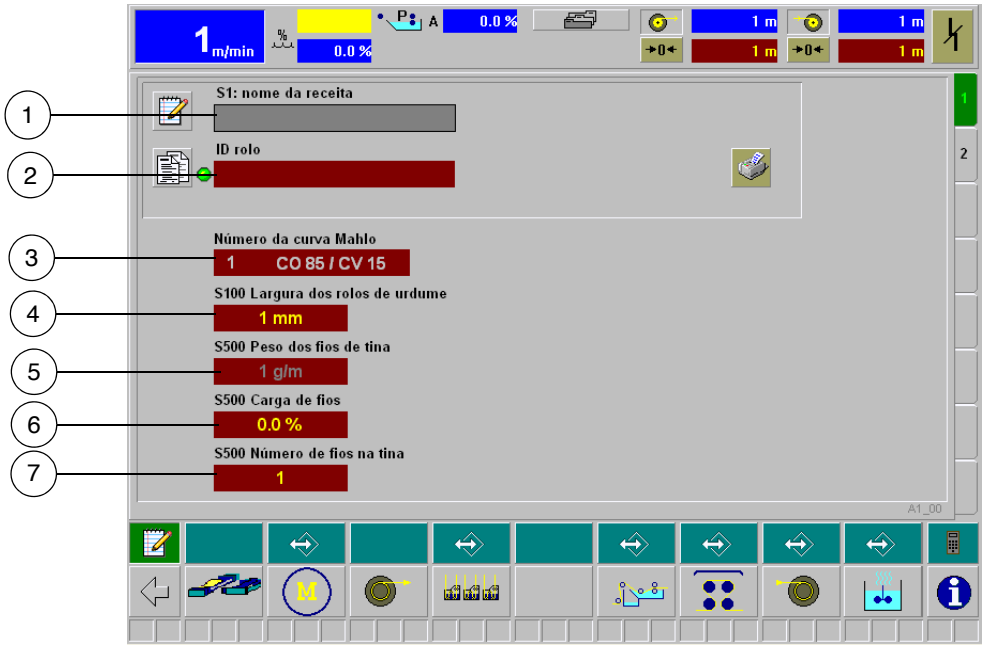

Figura 5.1 Máscara "Dados de têxteis – Página 1" (A1_00)
– Designação do rolo de tear BEAM #ID, vide Figura 5.1.
Você se encontra na primeira página da máscara "Dados de têxteis" (Figura 5.1).